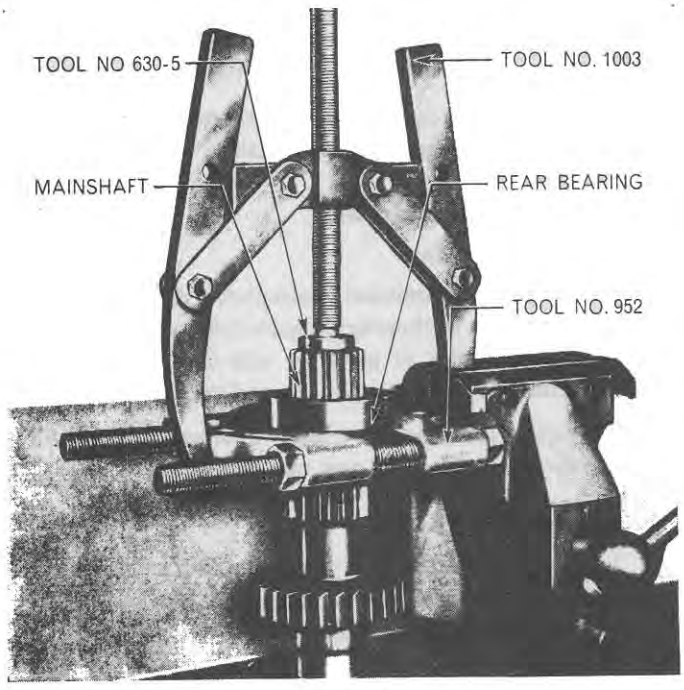

Figure 79
2. If necessary, remove the mainshaft rear bearing using Tools 1003, 630-5, and 952, Figure 79. If necessary remove the front bearing using Tools 1003, 951, 630-5, 625-2 and two pieces of steel $\frac{3}{16}$ in. (4·8 mm) diameter and 2 in. (50·8 mm) long, as described for removing the secondary countershaft front bearing in Section 4A.